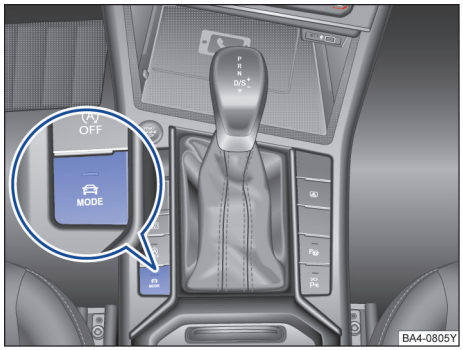

图 121 中控台下部：驾驶模式选择按键
– 按压驾驶模式选择按键MODE→ 图 121。驾驶模式选择菜单显示在信息娱乐系统的显示屏中。已激活的驾驶模式被选中。
– 按压驾驶模式选择按键MODE→ 图 121。驾驶模式选择菜单显示在信息娱乐系统的显示屏中。
– **或**：重新按下驾驶模式选择按键MODE→ 图 121，以便自动选择下一个未激活的驾驶模式。